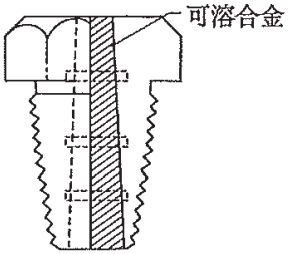

図 3.6 アセチレン用可溶栓 [7)]
b. アセチレン容器には，火災での加熱による容器の破裂防止のための安全機構として，可溶栓が取り付けてある（**図 3.6**）。可溶栓は，容器の内容積に応じて，肩部または容器弁に 1 個以上取り付けるよう規定されている。可溶合金の材料としては，約 105 ℃で可溶栓が作動する融点の低い金属が使われる。